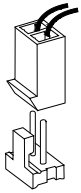

Abbildung 1: Batterieanschluss
4. Schließen Sie beide Batterien in der Sirene an (siehe Abb. 1). Die Steuereinheit sollte die Sirene erkennen und es sollte die Meldung „Sir. hinz.“ angezeigt werden. Wird diese nicht angezeigt, trennen Sie die Batterien und schließen Sie sie erneut an.
5. Warten Sie 30 Sekunden, legen Sie die neuen Batterien ein und schließen Sie sie an die Platine an (siehe Abb. 1).